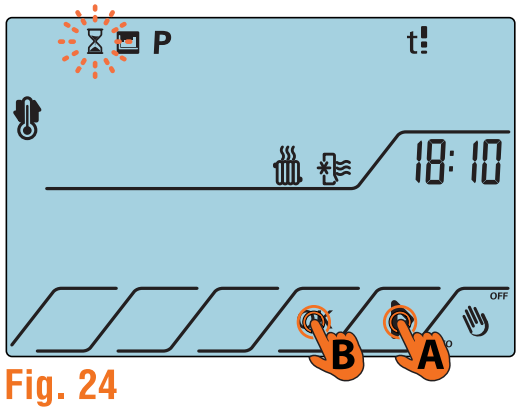

Fig. 24
3. Navigare nel menu premendo ripetutamente il tasto ▷ fino a posizionarsi sull'icona ⌛, quindi confermare con il tasto **OK** (Fig.24).